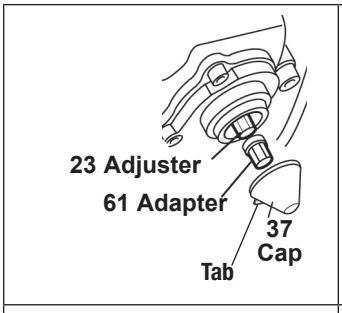

Figure 35 – Exploded View of Adjuster and Adapter
For illustration purposes, the exploded view (Figure 35) shows the adjuster (23) and shear adapter (61) separated. When using the adjuster mechanism, always have the shear adapter installed on the adjuster.